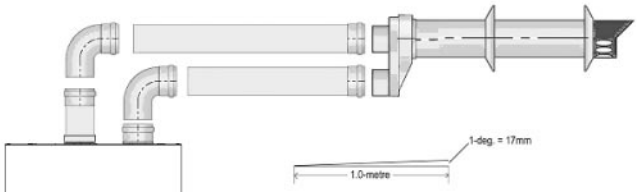

Fig. 18
5.5.3.2 Horizontal termination (See fig. 18)